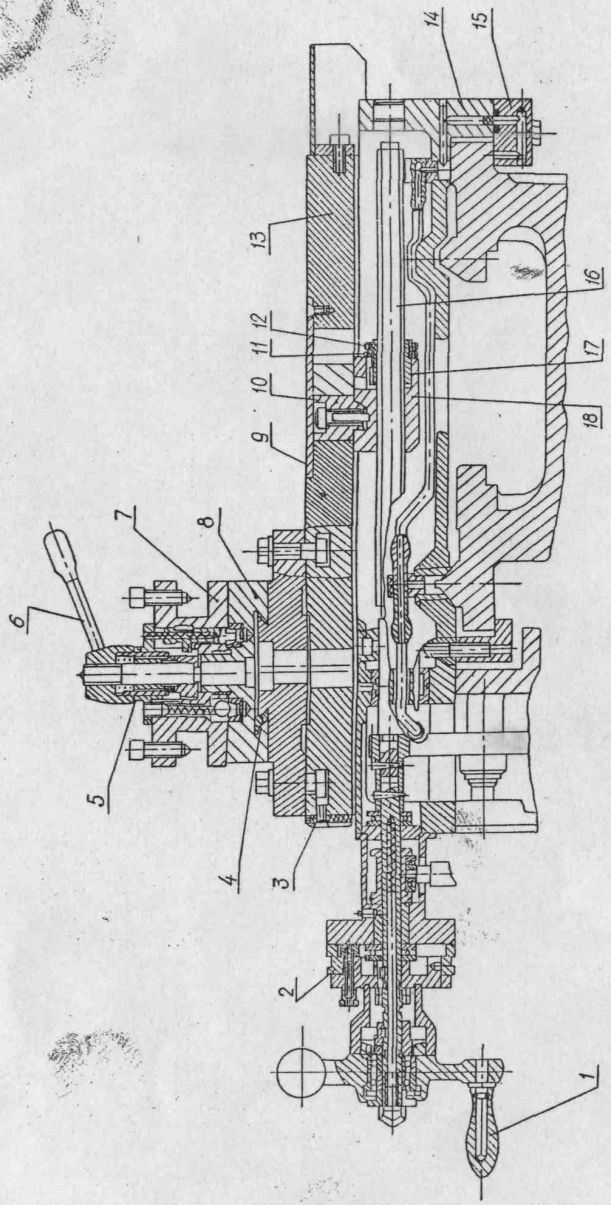

Рис. 28. Суппорт
17.2.8. Устранение мертвого хода винта поперечного перемещения суппорта (рис. 28)
17.2.9. Регулирование суппорта (рис. 28, 29)